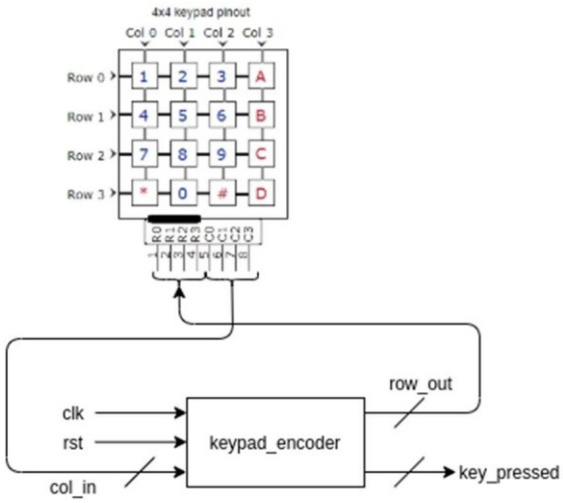

Figure 2: Keypad and keypad encoder block diagram
2. Import the required *.hdl* files. Make a new block design *keypad_encoder.bd*. Implement the keypad in block design, see figure 2.